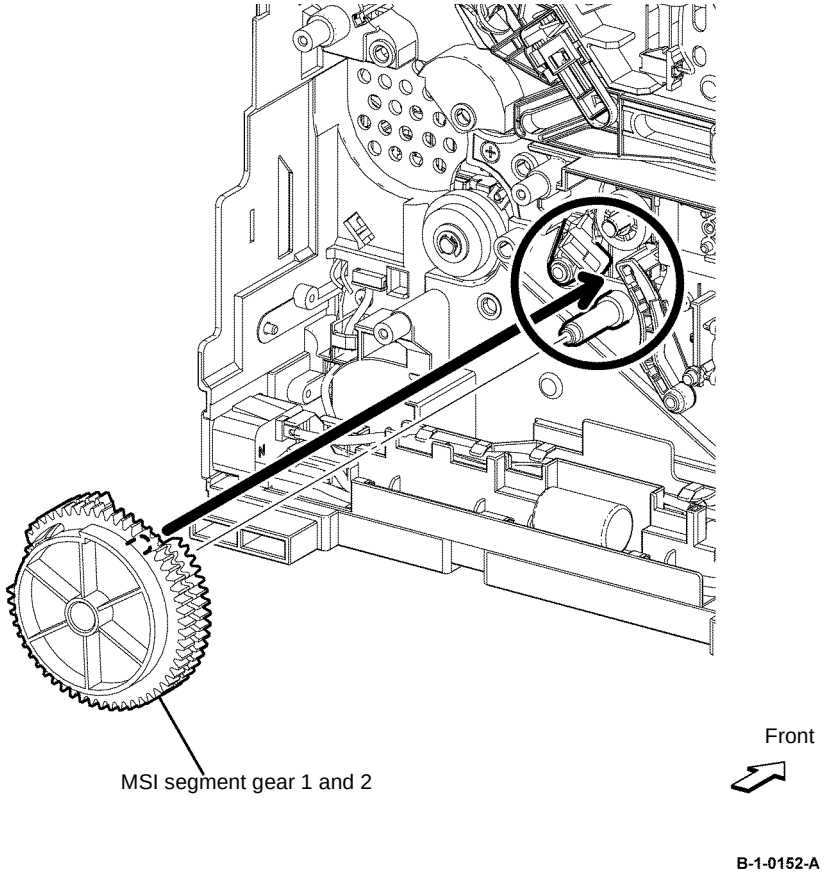

Figure 11 MSI segment gear 1 and 2 actuator position
6. When installing the MSI segment gear 1 and MSI segment gear 2, ensure that the actuator is the position shown, Figure 11.